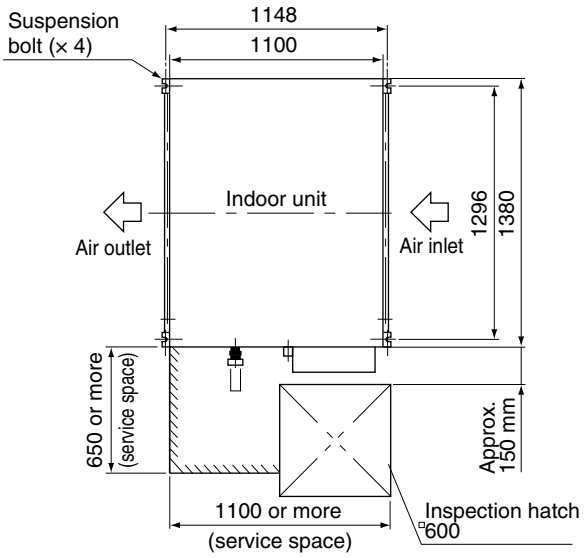

Fig. 2 (length : mm)
(1) Relative positions of indoor unit and suspension bolt. **(Refer to Fig. 2)**